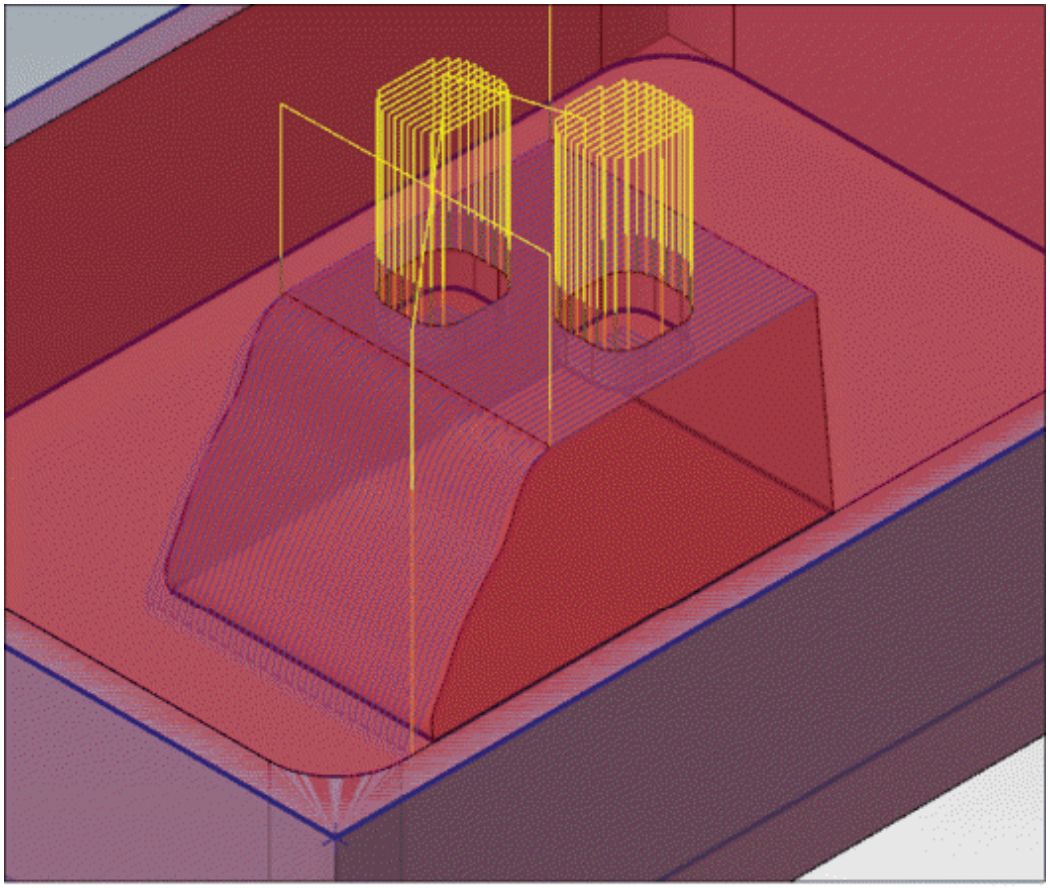

Figure-36. Surface finish flowline toolpath
- Click on the **OK** button. The **Surface finish flowline** toolpath will be generated; refer to Figure-36.